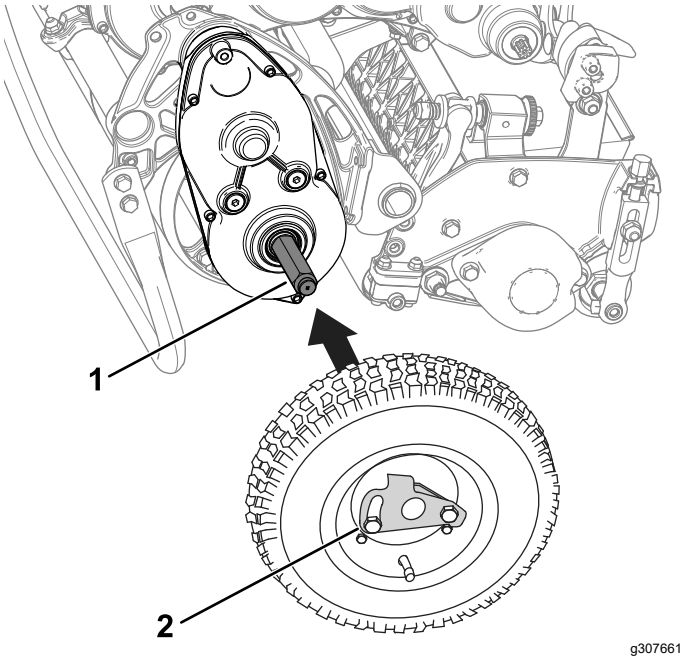

Figur 21
2. Skjut på ett hjul på en axel (Figur 21).
3. Vrid bort hjullåsklämman (Figur 21) från hjulets mitt så att det kan glida längre in på axeln.